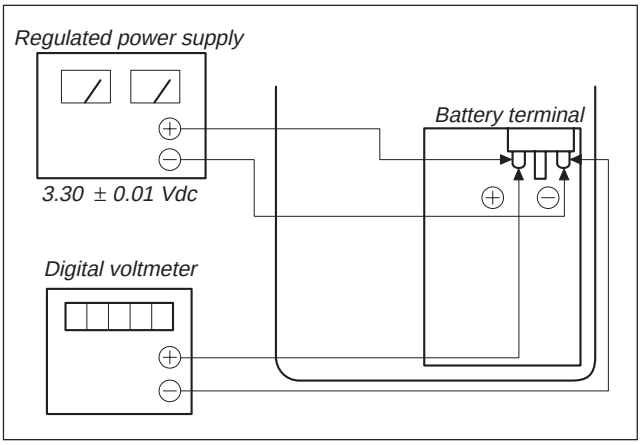

Fig. 5-3-3
1) Connect the regulated power supply and the digital voltmeter to the battery terminal as shown in Fig. 5-3-3.